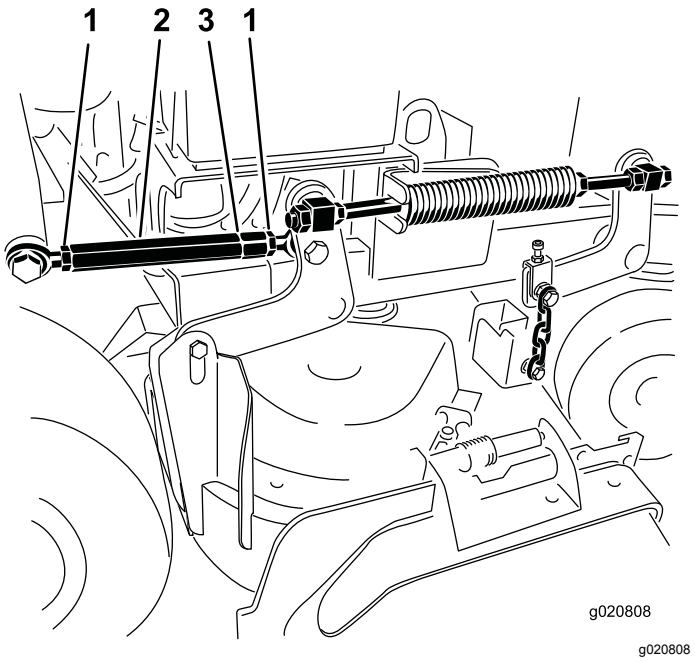

Rysunek 87
4. Poluzuj przeciwnakrętki na obu końcach śruby rzymskiej (Rysunek 87).
Informacja: Koniec śruby rzymskiej z wyfrezowanym rowkiem posiada lewy gwint (Rysunek 87).